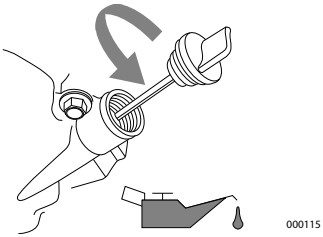

Figure 2-1. Remove Dipstick
3. See *Figure 2-1*. Remove oil fill cap and wipe dipstick clean.